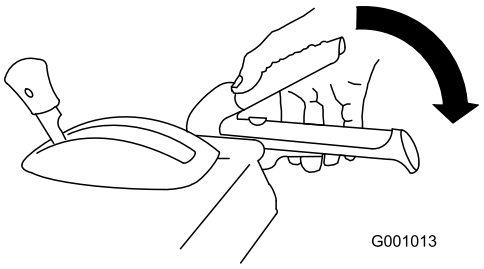

Rysunek 38
1. Aby załączyć napęd śruby śnieżnej/ wirnika, przyciśnij prawą dźwignię (śruba śnieżna/ wirnik) do uchwytu (Rysunek 38).